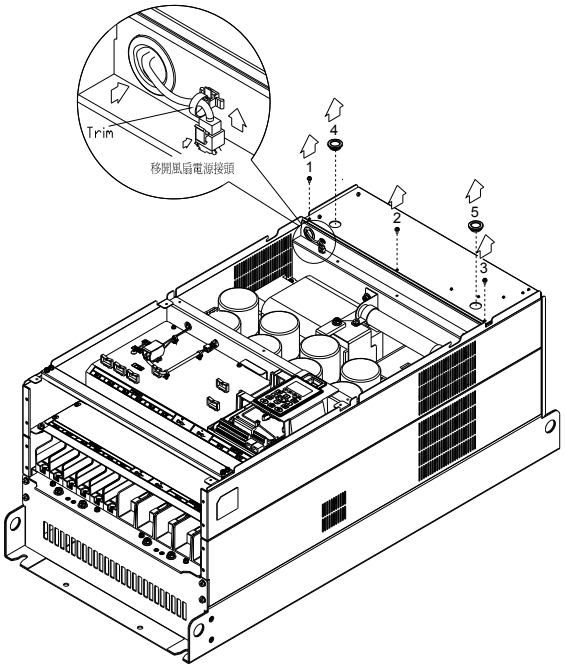

Figure 3
4. Loosen screw 1,2,3 and remove the protective ring (as shown in figure 3) Screw torque: 14~16kg-cm [12.2~13.9 lb-in][1.37~1.57 Nm].